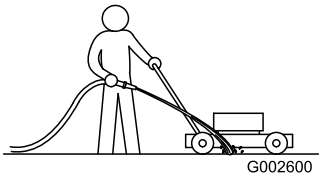

Figuur 23
1. Plaats de machine op een vlak, verhard oppervlak, laat de motor lopen en spuit een straal water voor het **rechter** achterwiel (Figuur 23).